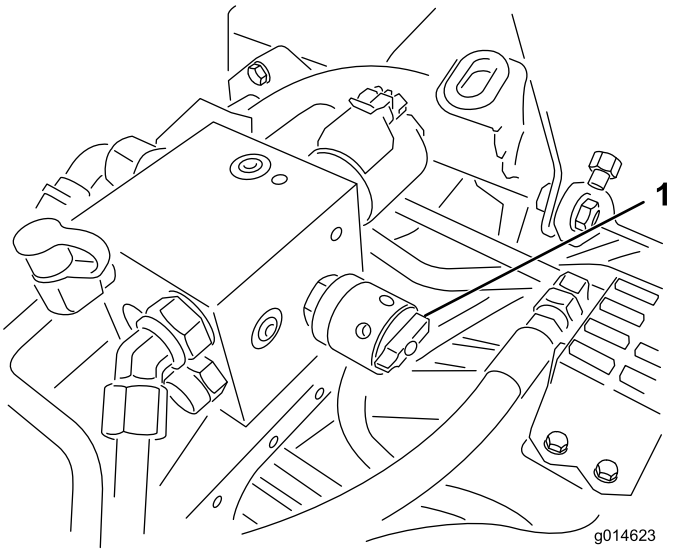

**Figuur 36**
4. Om het toerental in te stellen, draait u aan de knop (Figuur 36) tot de wijzer de gewenste instelling aangeeft.